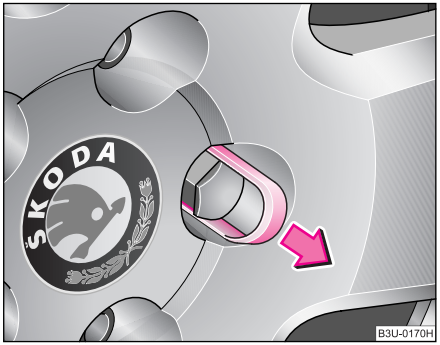

Fig. 155 Înlocuirea roții: Scoaterea capacelor
– Trageți capacul cu **brida din material plastic** ⇒ fig. 155.